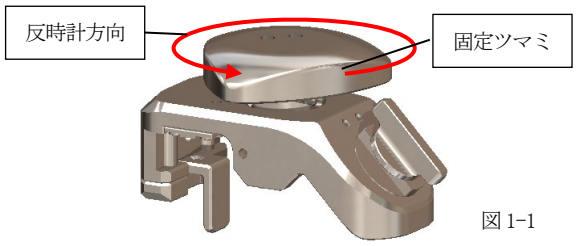
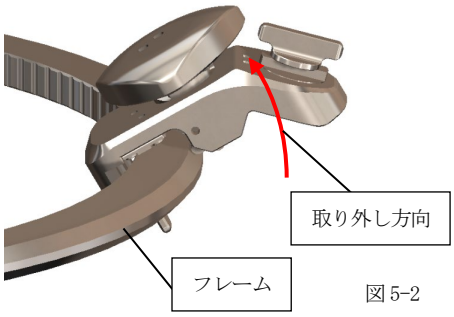

図 1-1
図 5-2
○レトラクタースライドアジャスターⅡは下記手順で取り付けや操作を行ってください。（図 1-1～図 5-2）
(1)-1 固定ツマミを反時計方向に回転し、抵抗を感じた時点で操作を止めてください。（図 1-1）
(5)-3 フレームからレトラクタースライドアジャスターⅡを取り外してください。(図 5-2)